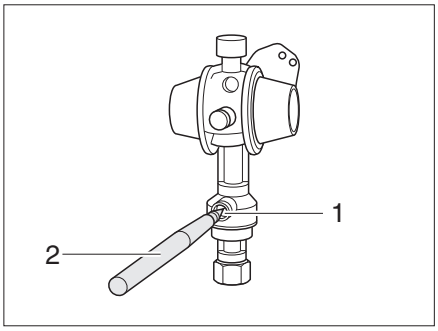

Fig. 82 Crash sensor
- ■ Press in the release button (Fig. 82,1) with a pin (Fig. 82,2) for several seconds.